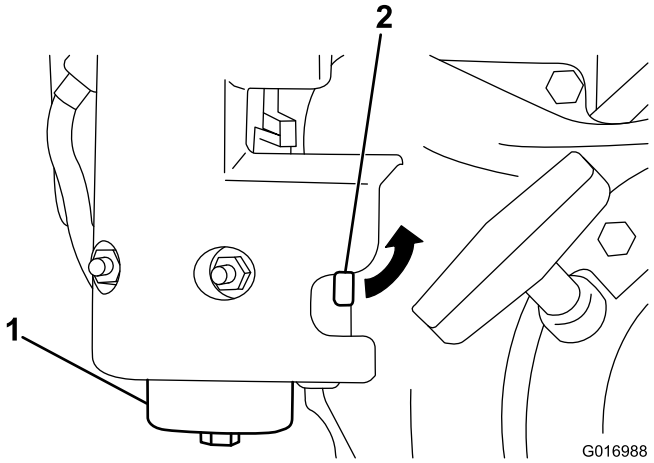

Figure 28
1. Close the fuel shut–off valve and unscrew the bowl from the filter body (Figure 28).